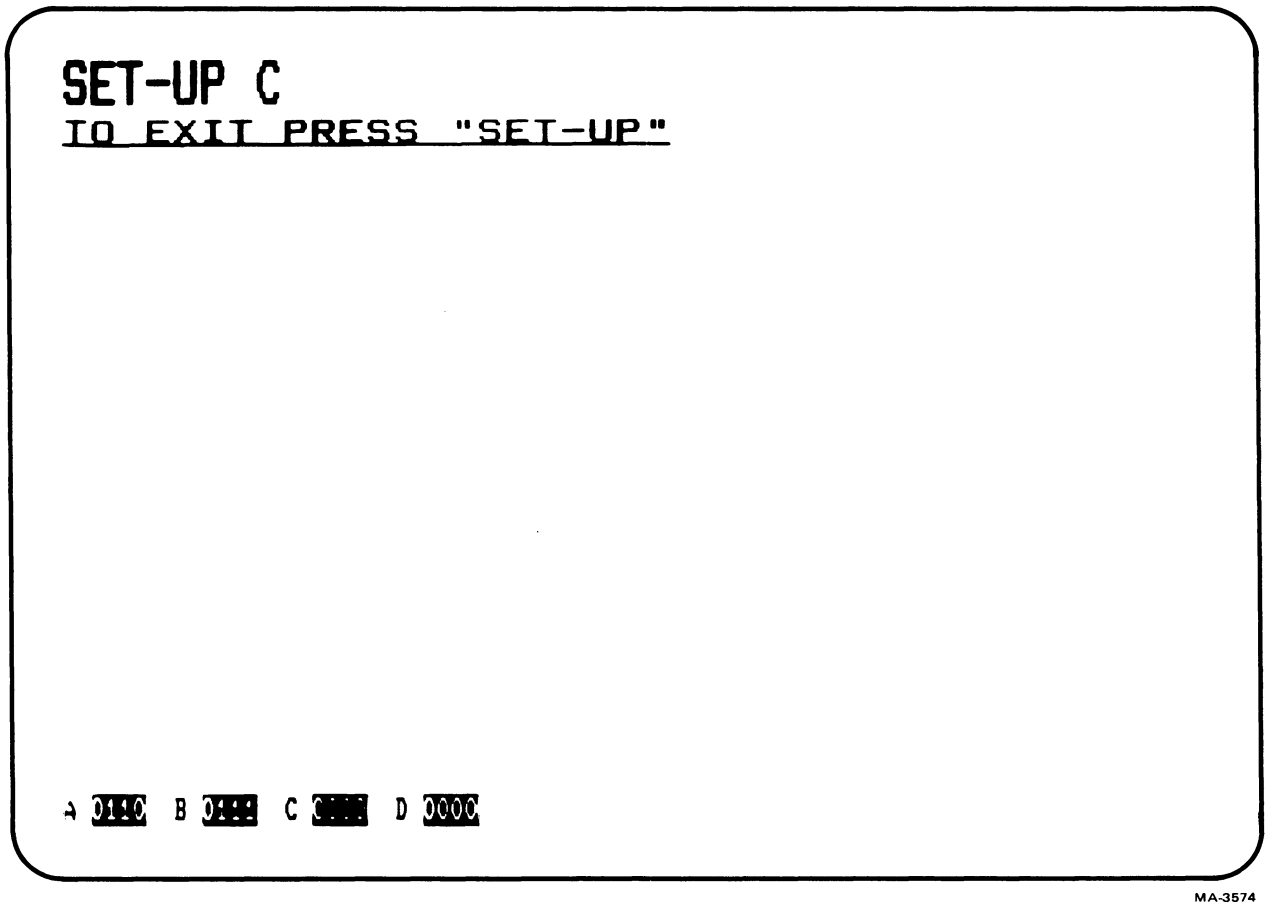
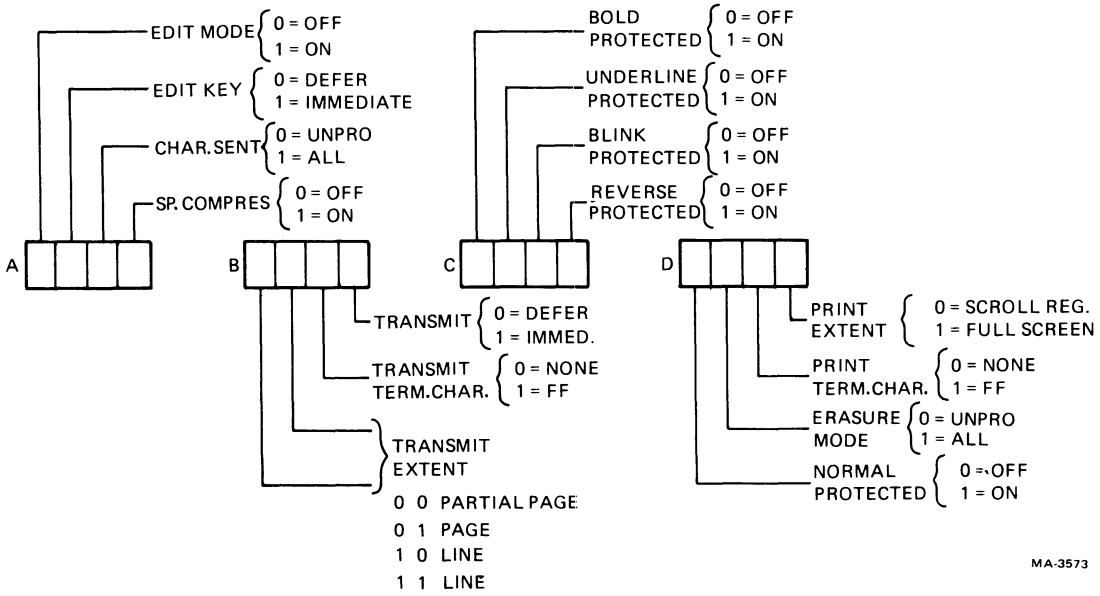

Figure 6-5 VT132 SET-UP-C Presentation
Figure 6-6 VT132 SET-UP-C Summary
6.1.3.3 VT132 SET-UP C – The VT132 contains a third SET-UP presentation called SET-UP C. In SET-UP C the features normally associated with the editing functions are selected. SET-UP C mode may only be entered from SET-UP B mode. To enter SET-UP C from SET-UP B, press the 5 key on the main keyboard. The display has a presentation similar to Figure 6-5. Figure 6-6 summarizes the SET-UP C presentation.